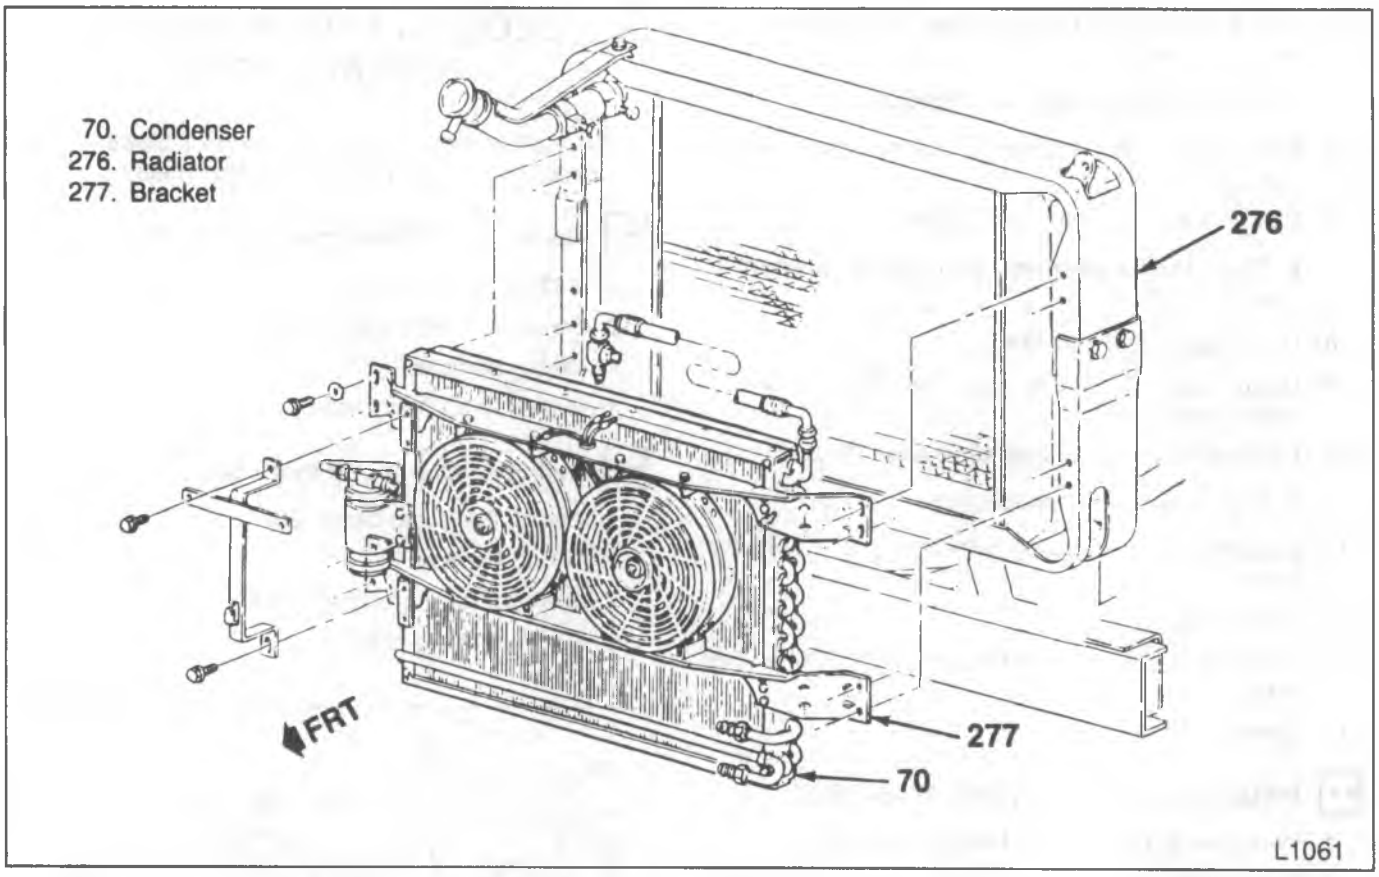

Figure 55 – P-Truck 7.4L Engine Condenser Installation (Motorhome Chassis)
1. Condenser Mounting – refer to figures 55 and 56.